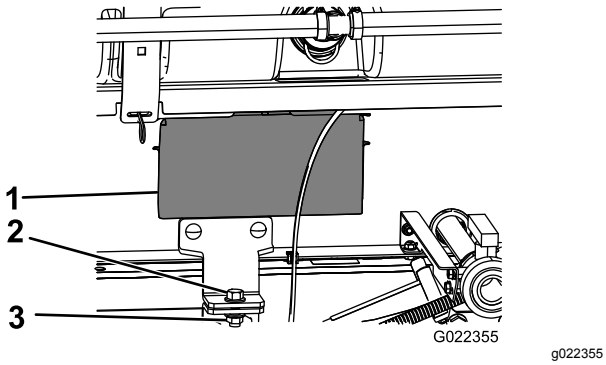

Figuur 13
12. Gebruik de toegangspanelen aan beide zijden van het tankframe om te controleren of er geen slangen of draden bekneld zijn geraakt (Figuur 13).
15. Bevestig het tankframe aan het frame van de machine met een bout (½" x 1½") en een borgmoer (½") zoals wordt getoond in Figuur 13.